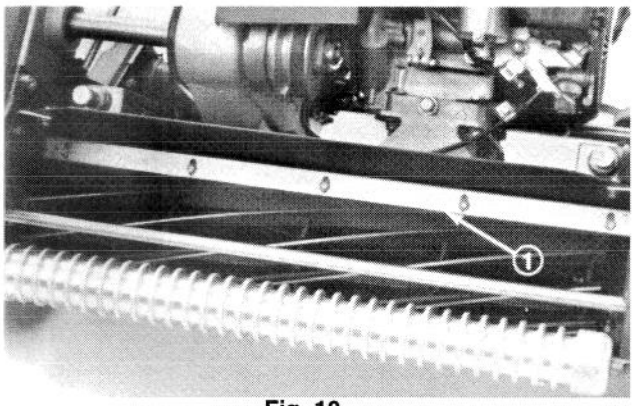

Fig. 10
1. Desserrer les vis qui fixent la barre supérieure (Fig. 10) à l'unité de coupe. Introduire une jauge d'épaisseur de 1,52 mm entre le haut du cylindre et la barre, et serrer les vis. S'assurer que l'écart entre la barre et le cylindre est le même sur toute la longueur du cylindre.